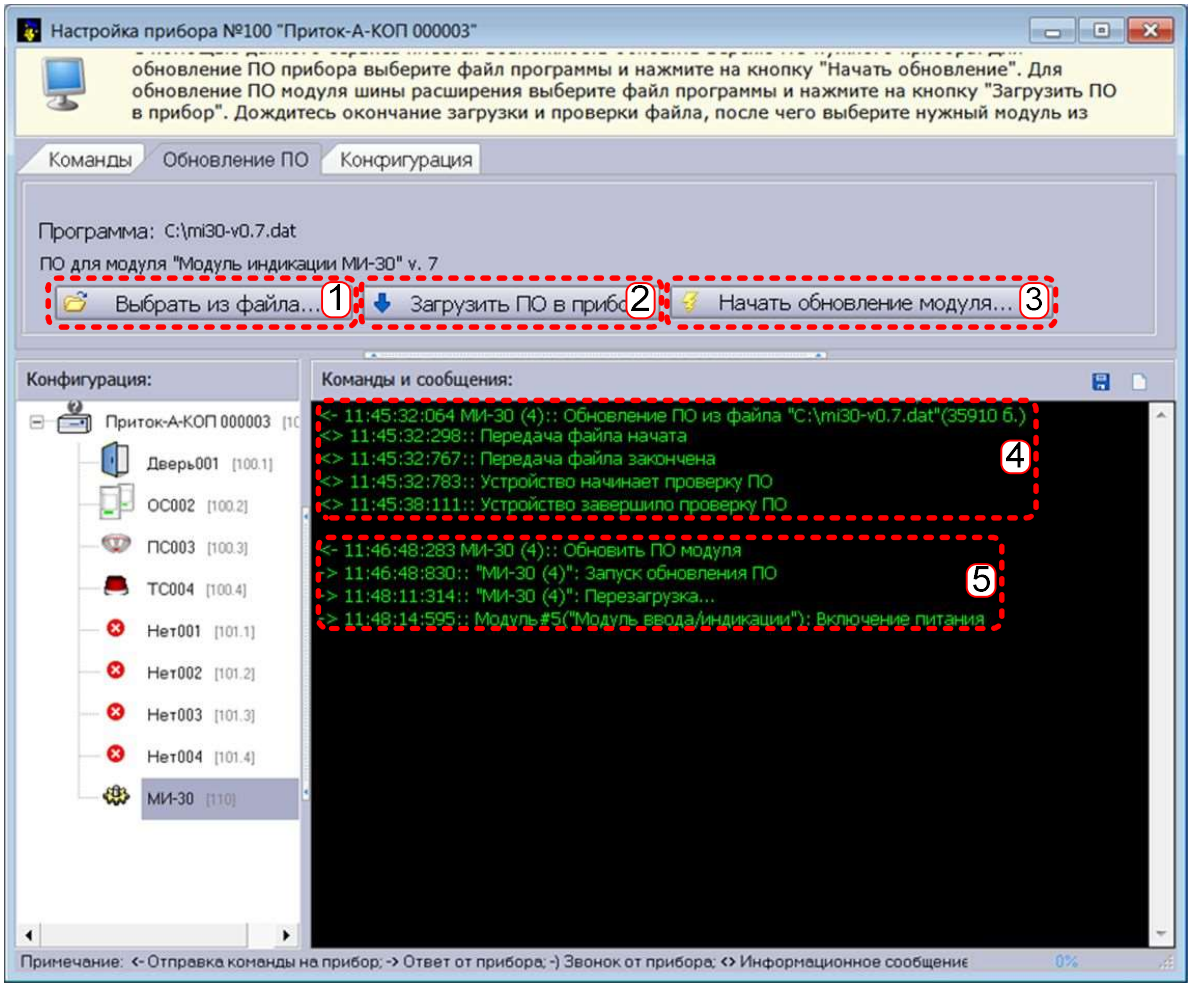

Рисунок 6 – окно «Настройка прибора»
1. В программе АРМ «ДПЦО» во вкладке «Обновление ПО» окна «Настройка прибора» (см. Рисунок 6) нажать кнопку «Выбрать из файла» (на рисунке – область **1**) и указать расположение новой версии ПО МИ-30;